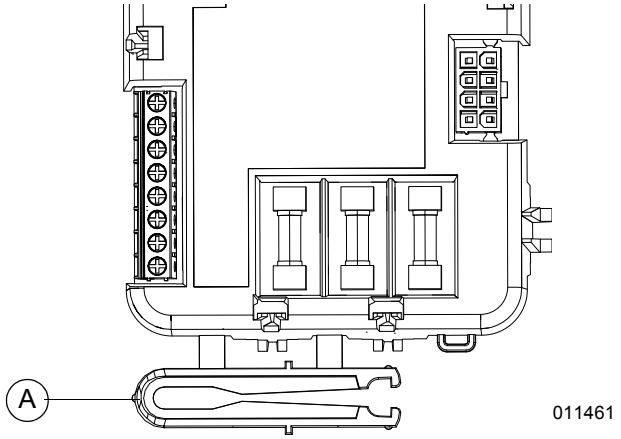

Figura 4-2. Herramienta de retiro e instalación del fusible
Consulte la ***Figura 4-2***. Se incluye una herramienta de retiro e instalación del fusible (A) en la carcasa del controlador.